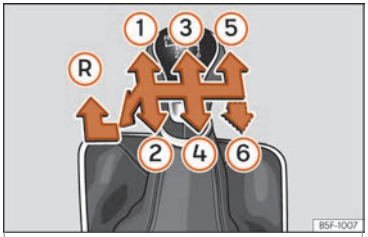

Fig. 52 Esquema de uma caixa de velocidades manual de 5 ou de 6 velocidades.
Na alavanca das mudanças indicam-se as posições das velocidades ››› Fig. 52.
- Com a alavanca das mudanças em ponto morto, pressione-a para baixo, mova-a para a esquerda até ao fim e depois para a frente para selecionar a marcha-atrás ››› Fig. 52 Ⓡ.